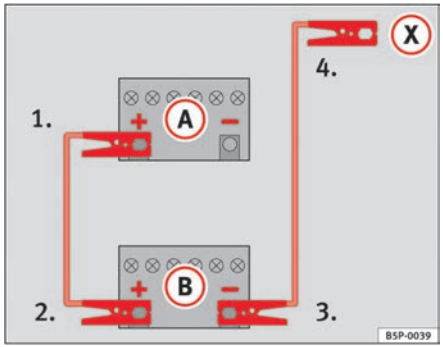

Fig. 202 How to connect the jump leads
In ⇒ fig. 202, the flat battery is (A) and the charged battery (B).
1. Connect one end of the red jump lead to the positive ⇒ fig. 202 (+) terminal of the vehicle with the flat battery ⇒ ⚠.
4. Connect the other end of the black jump lead (X) to a solid metal component which is bolted on to the engine block, or onto the engine block itself of the vehicle with the flat battery. Do not connect it to a point near the battery ⇒ ⚠.